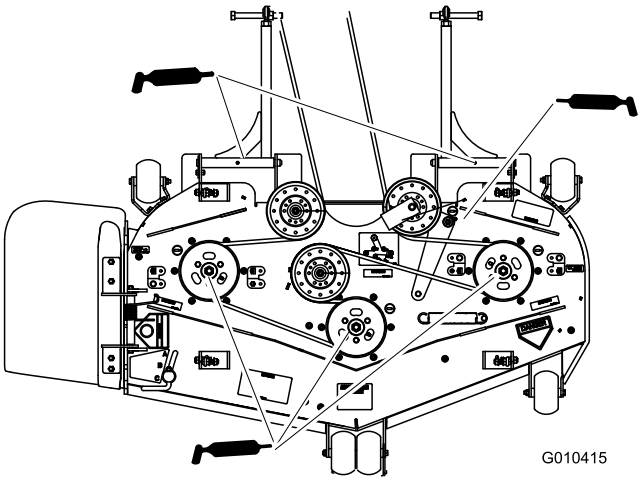

**Figur 40**
6. Smörj de tre spindellagren tills smörjfett tränger ut ur de nedre tätningarna (Figur 40).
7. Smörj mellandrevsarmen på klippdäcket (Figur 40).
8. Smörj nipplarna på skjutarmarna (Figur 40).